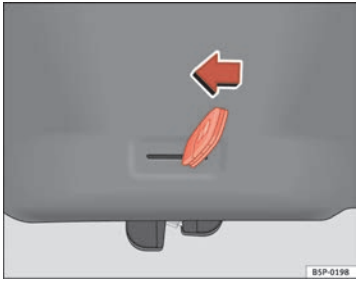

Fig. 45 Tailgate: emergency open
– Insert the key in the groove and unlock the locking system, turning the key from right to left, as shown by the arrow ⇒ fig. 45. ■